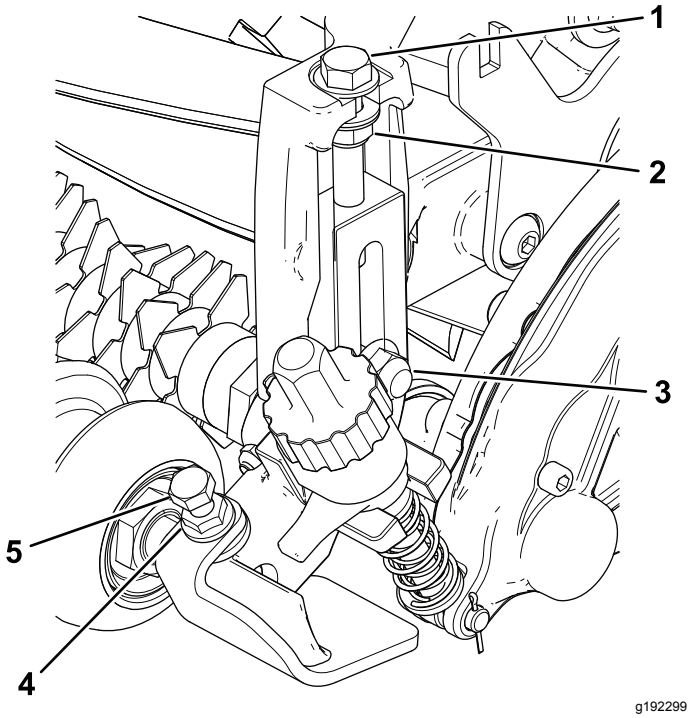

Figur 13
4. Dra åt vagnsskruvarna och låsmuttrarna som håller fast klipphöjdsfästena vid sidoplåtarna (Figur 13).
5. Dra åt låsmuttern på klipphöjdsfästets justerskruv, och lossa sedan låsmuttern ett halvt varv (Figur 13).
6. Placera den främre rullen mitt emellan klipphöjdsfästena och lås den på plats med huvudskruvarna och flänsmuttrarna (Figur 13).